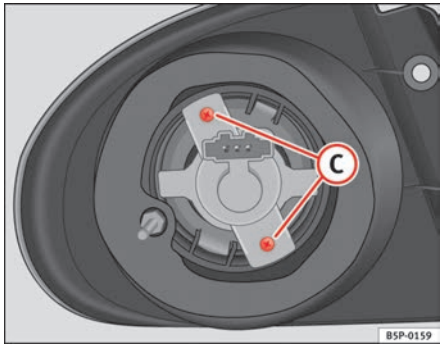

Fig. 192 Indicator light
– Unscrew the bolts ⇒ page 260, fig. 192 (C) from the lamp holder and pull on this.
– Unscrew the bolts ⇒ fig. 192 (c) from the lamp holder and pull on this.